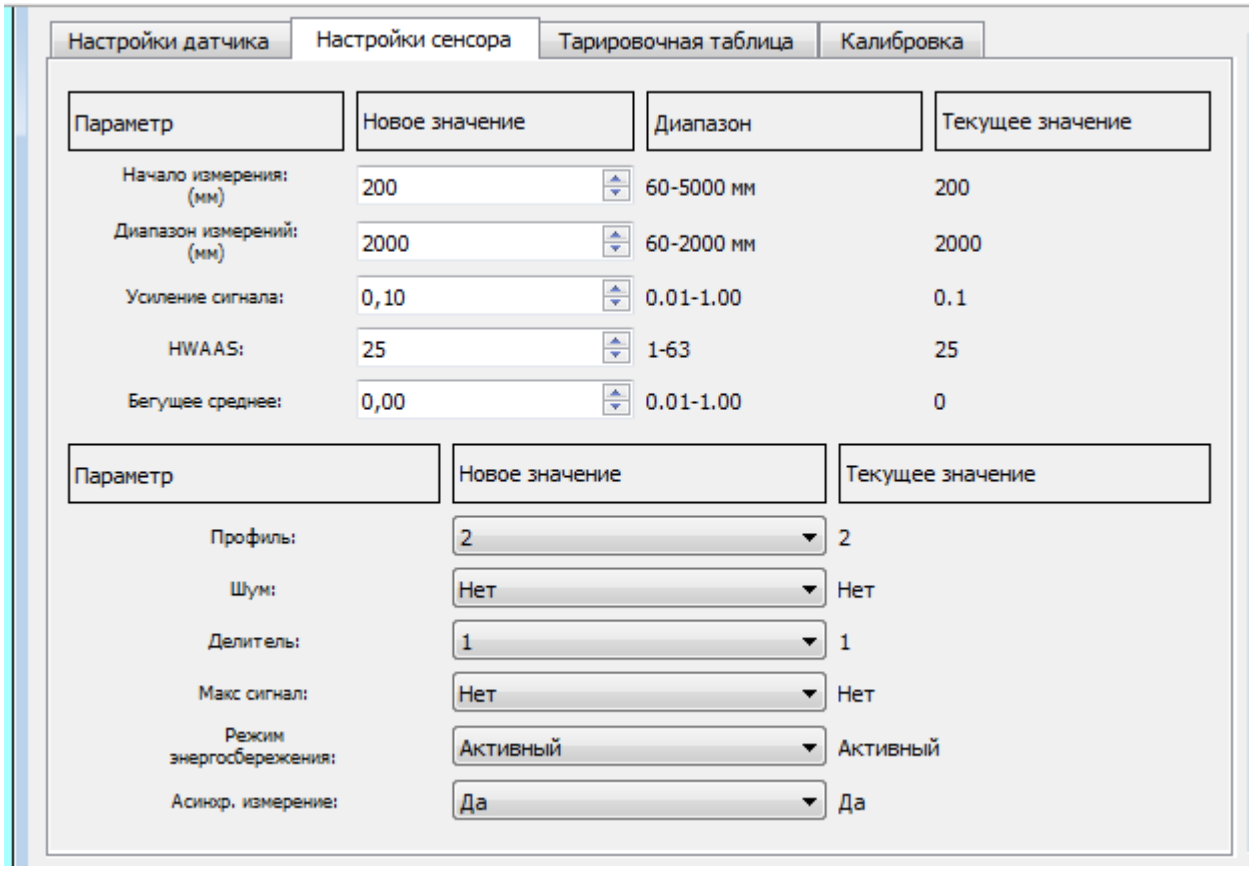

Рис. 14. Вкладка «Настройки СВЧ-сенсора»
4.2.2 Вкладка «Настройки сенсора» (Рис. 14)